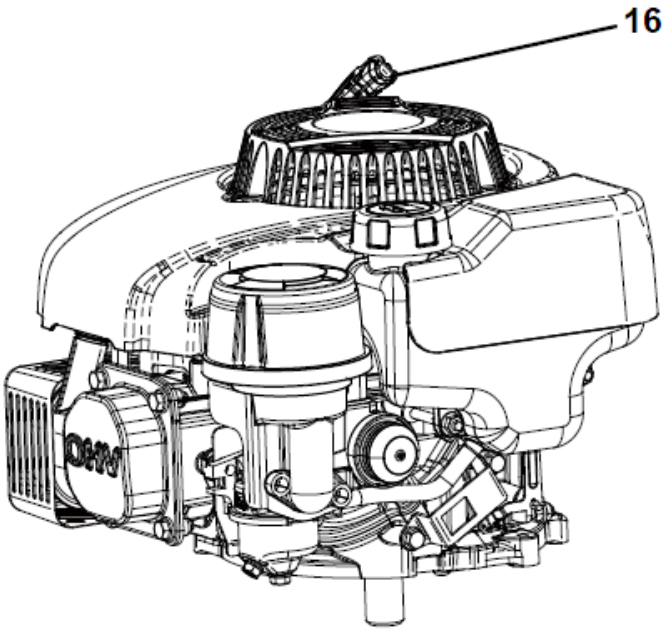

Rys.13
3. Pociągnij uchwyt od linki rozrusznika (Rys. 13, poz. 16). Silnik powinien się uruchomić po 3-5 pociągnięciach.